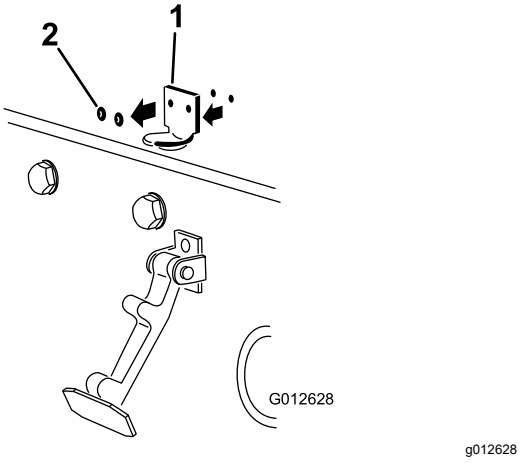

Figur 15
2. Fjern de to naglene som fester panserlås-braketten til panseret (Figur 15) og fjern panserlåsbraketten fra panseret.